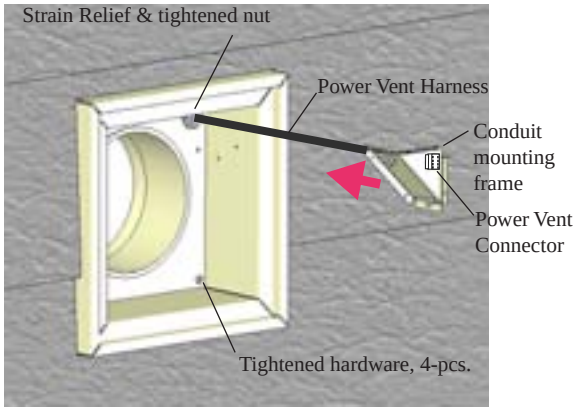

Figure 13d. Installing conduit connector and conduit mounting frame.
Step 6: Pull Power Vent connector from behind half way through supplied hole in conduit mounting frame. Snap into place, notches in two plastic wing clip. See ***Figure 13d.***